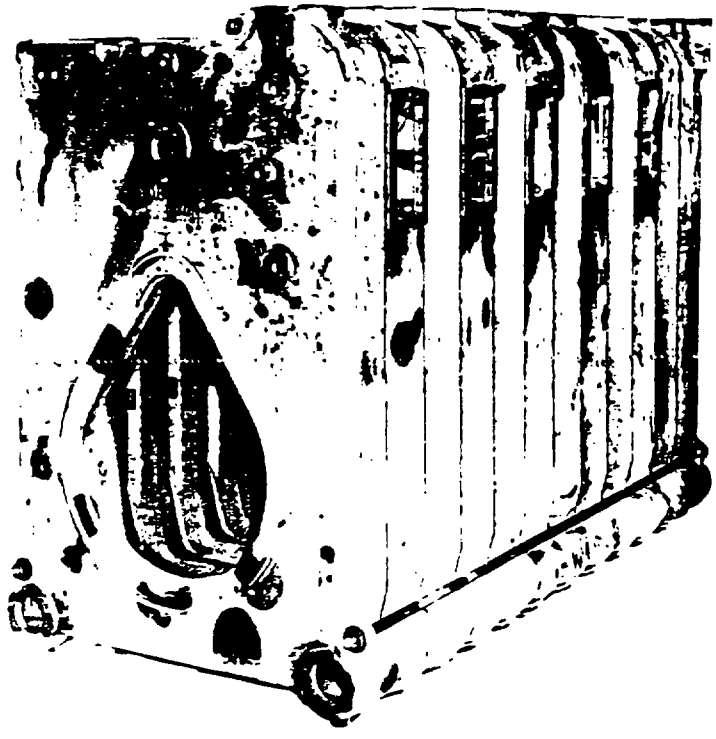

FIGURE 13 - SECTION ASSEMBLAGE
10. After the front section has been drawn-up to make contact at ground joint, back-off tie rod nuts until finger tight. Rods should project equally at each end to insure proper fit of the jacket. See Figure 13 for boiler section assemblage to be equipped with built in water heaters.
8. Remove draw-up equipment and insert regular tie rods through lugs. Rods should project equally at each end to insure proper fit of the jacket. Tighten tie rod nuts until finger tight. See Figure 13 for boiler section assemblage to be equipped with built in water heaters.